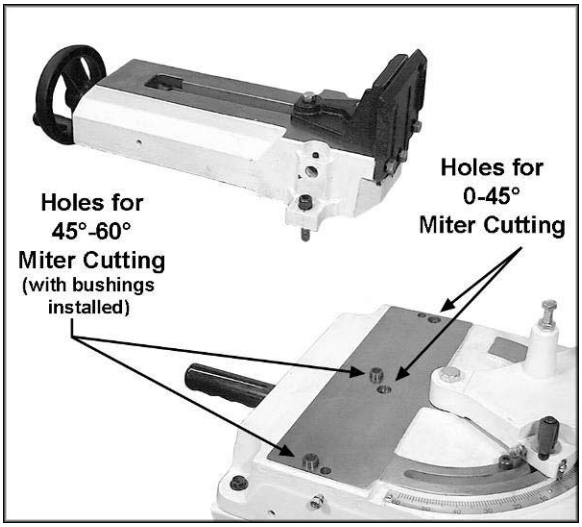

*Figure 13*
There are two sets of holes in the base for mounting the vise assembly. For miter cuts from 0° up to 45°, mount the vise assembly to the rear set of holes. For miter cuts over 45° up to 60°, use the vise in the front set of holes. See Figure 13.
3. Remove the two socket head cap screws and lock washers which secure the vise, and lift off the vise. See Figure 13.